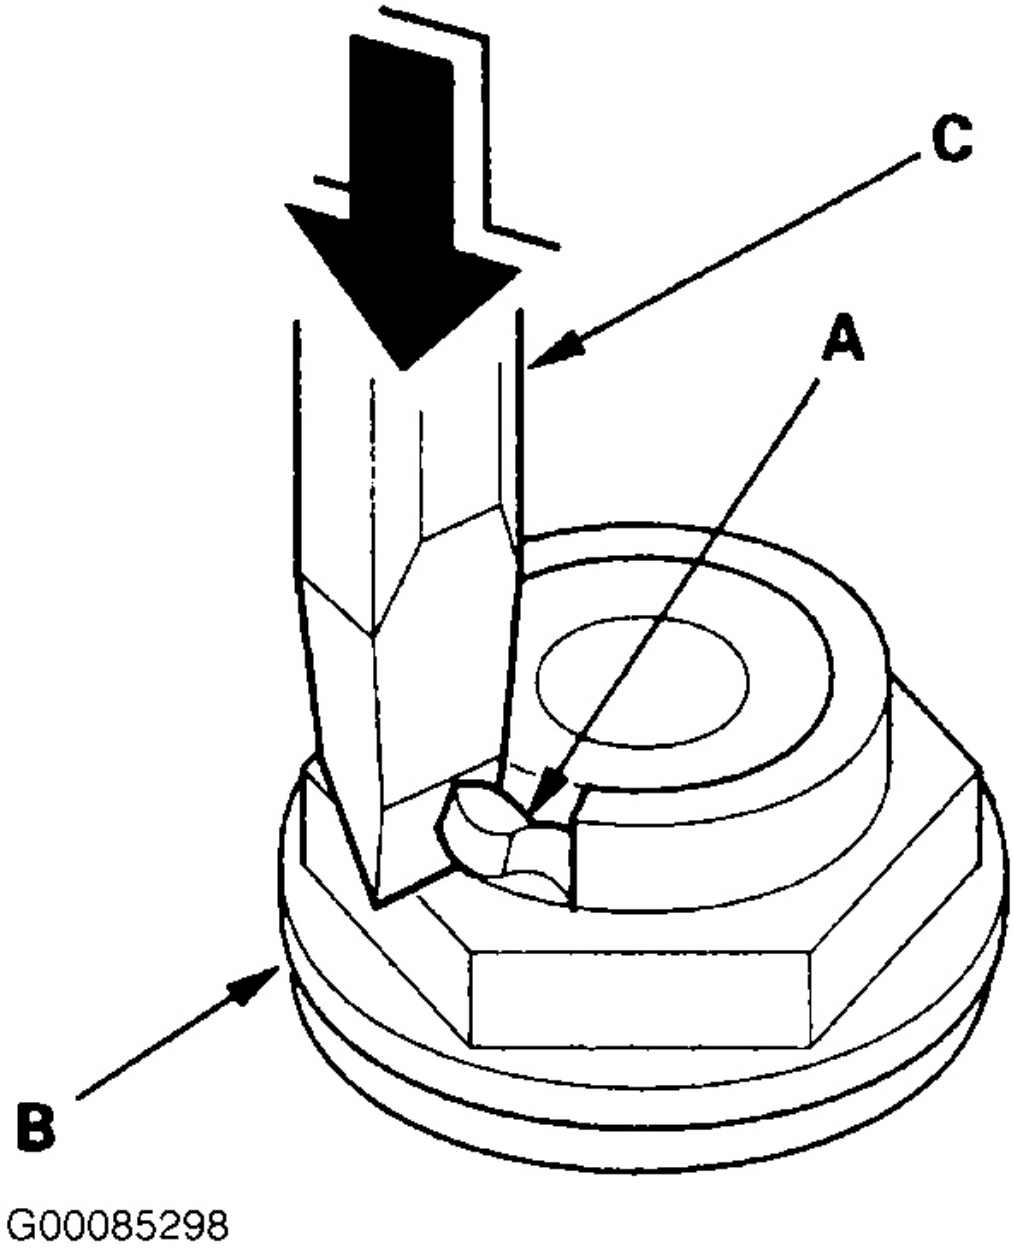

Fig. 4: Cutting Lock Nut Lock Tabs
14. Cut the lock tabs (A) of each shaft lock nut (B) using a chisel (C). See **Fig. 4** . Then remove the lock nuts and conical spring washers from each shaft.